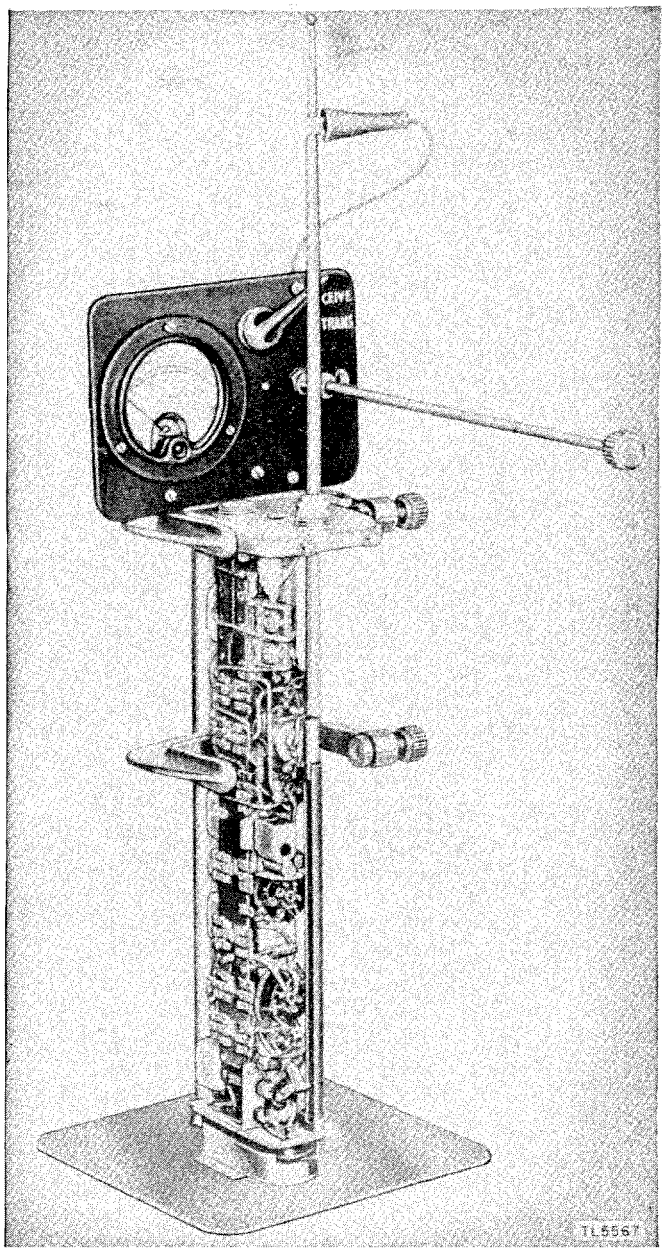

Figure 57. Test Stand FT-252.
78. Test Stand FT–252–( ) (fig. 57)